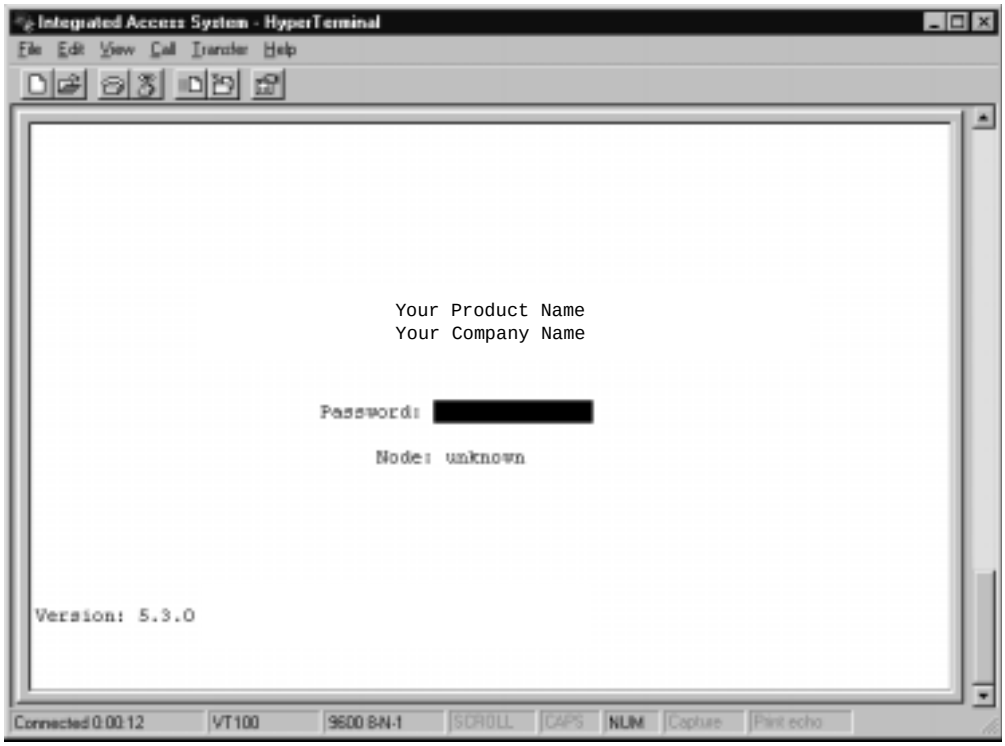

Figure 4-6.Typical Login Screen
The system will display the “Testing and Initializing the System” screen in Figure 4-5 above. When testing and initializing is complete the screen will go blank. Press the <Enter> key. The System Login Screen will display. See Figure 4-6.
1. Press <Enter>. The Login Screen depicted in Figure 4-6 should appear. If not, press <Enter> repeatedly until it does.